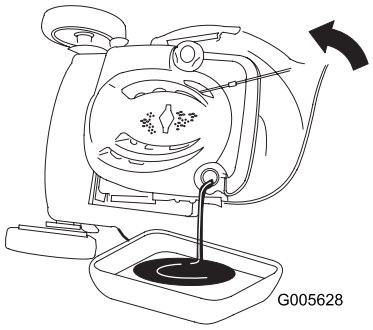

Figuur 32
2. Kantel de machine op de zijkant (met het luchtfilter naar boven) om de oude olie via de vulbuis weg te laten lopen (Figuur 32).